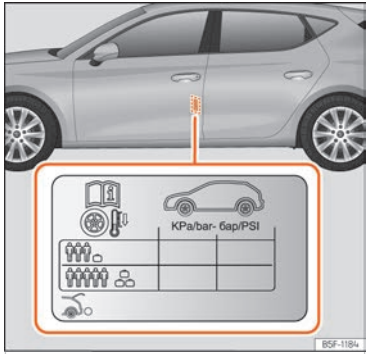

Fig. 234 Ubicació de l'adhesiu de la pressió d'inflament dels pneumàtics.
- Adapteu la pressió dels pneumàtics a la càrrega que porta el vehicle ››› fig. 234.
Els valors de la pressió d'inflament s'indiquen a l'etiqueta adhesiva situada a la zona posterior del marc de la porta davantera esquerra ››› fig. 234.
La pressió dels pneumàtics s'ha d'adaptar a la càrrega actual del vehicle. Si el vehicle anirà carregat al màxim, heu d'augmentar la pressió d'inflament al valor màxim de càrrega indicat a l'etiqueta adhesiva ››› fig. 234.
En el cas d'una roda d'emergència minimitzada (125/70 R16 o 125/70 R18), infleu-la a 4,2 bar de pressió segons s'indica a l'etiqueta de pressió dels pneumàtics ››› fig. 234.
- **El conductor és responsable que tots els pneumàtics del vehicle estiguin inflats a la pressió correcta. La pressió d'inflament recomanada s'indica en un adhesiu ››› fig. 234.**
- **Amb els pneumàtics en fred, s'ha de mantenir sempre la pressió indicada a l'adhesiu ››› fig. 234.**